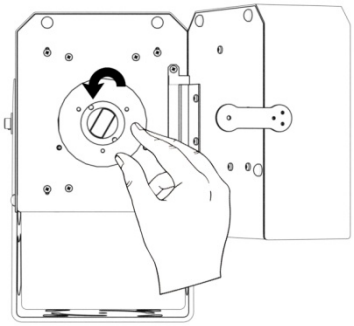

Fig.5
3. Ruotare in senso antiorario la lampada come indicato in Fig.5(maneggiandola con il panno di cui ci si è precedentemente muniti).